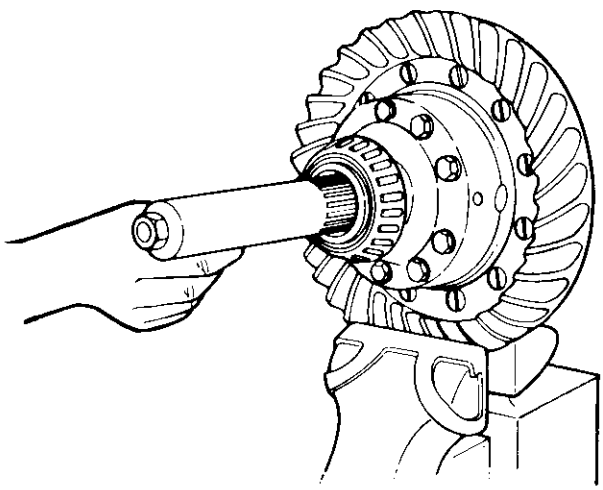

FIGURA 8
a) Imobilize a caixa dos satélites e introduza o dispositivo, que deverá se engajar com o entalhado de um dos planetários (ver figura 8);